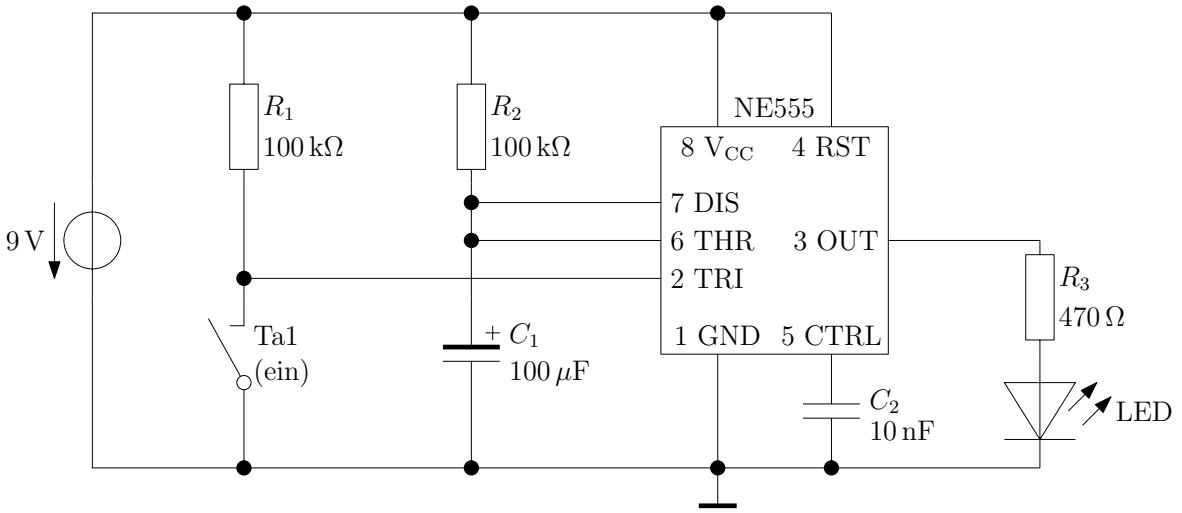

Abbildung 2.28: Experiment – Monostabile Kippstufe mit NE555
**Versuchsaufbau und -durchführung** Beuen Sie die Schaltung nach Abb. 2.28 auf. Betätigen die den Taster.